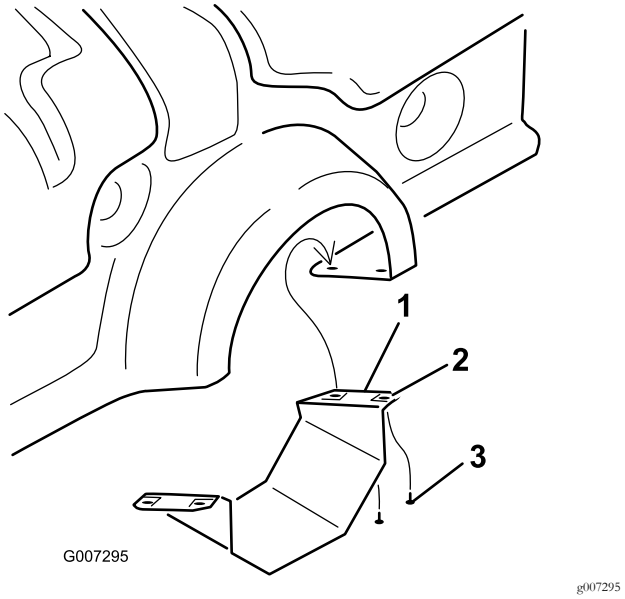

**Figur 10**
1. Afmonter kraftudtagets nederste afskærmning til kraftudtaget (kun på ProCore 864) (Figur 10).